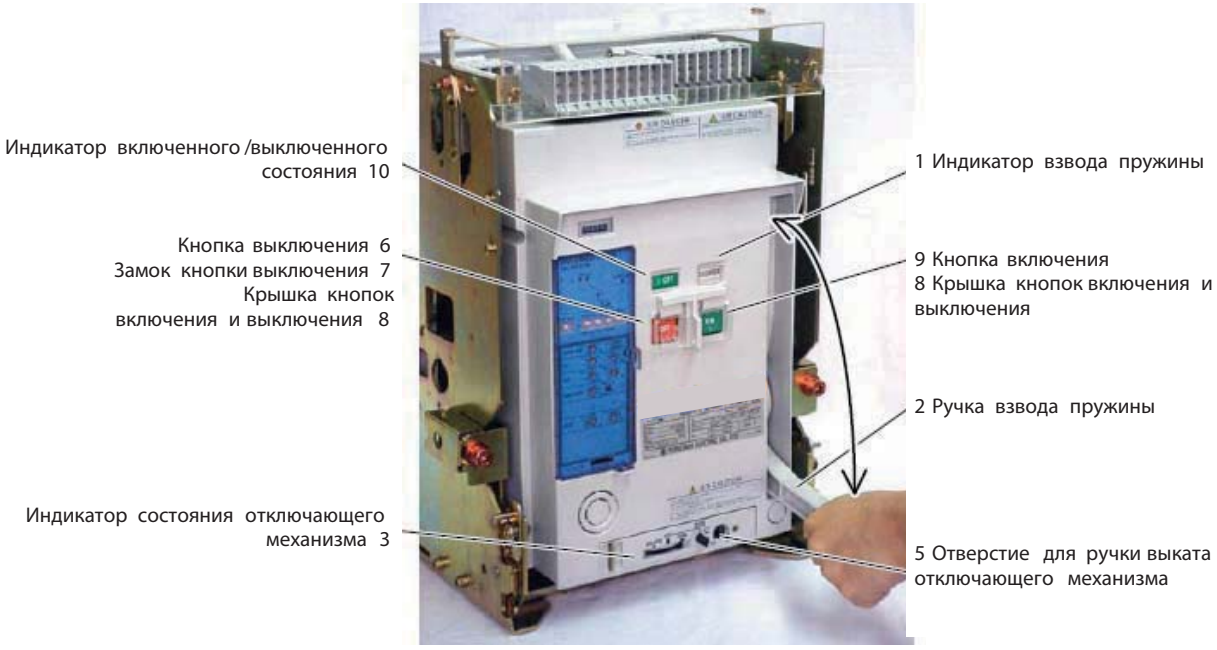

Рис. 19. Взвод пружины и выключение
Накачайте ручку взвода пружин (позиция 2 на рис. 19) до тех пор пока на индикаторе взвода пружины (позиция 1 на рис. 19) не будет отображено “CHARGED” ( т. е. взведено). Накачивание ручки в течении 10-13 раз с полной силой позволит полностью взвести замыкающие пружины.
Когда надпись на индикаторе взвода пружины (позиция 1 на рис. 19) изменится на "DISCHARGED” ( т. е. спущено), произойдет включение мотор-привода и начнется взведение замыкающих пружин, если клеммам 02 и 22 цепи управления приложено необходимое рабочее напряжение. По завершении операции взвода пружин надпись на индикаторе изменится на “CHARGED” (т. е. взведено) и произойдет автоматическое отключение мотор-привода. Время необходимое мотор-приводу на взведение пружин зависит от величины рабочего напряжения или типа автоматического выключателя, но в целом не превышает 10 секунд.
1. На индикаторе взвода пружины (позиция 1 на рис. 19) отображается “CHARGED” ( т. е. взведено ).
2. На индикаторе состояния отключающего механизма (позиция 3 на рис. 19) отображается "CONN.", "TEST" или "ISOLATED" ( промежуточные положения не допускаются ).
3. Ручка выката отключающего механизма не вставлена в соответствующее отверстие (позиция 5 на рис. 19).
4. Кнопка выключения (позиция 6 на рис. 19) не заблокирована не заблокирована с помощью замка (позиция 7 на рис. 19)
Откройте крышку кнопок включения и выключения (позиция 8 на рис. 19) и нажмите кнопку включения. При этом со звуком замкнуться контакты автоматического выключателя . На индикаторе включенного / выключенного состояния (позиция 10 на рис. 19) будет отображаться "ON", а на индикаторе взвода пружины (позиция 1 на рис. 19) будет отображаться "DISCHARGED".
Нажмите кнопку включения, показанную на рис. 14. Произойдет возбуждение катушки включения LRC ( рис. 14) и со звуком замкнуться контакты автоматического выключателя . На индикаторе включенного / выключенного состояния (позиция 10 на рис. 19) будет отображаться "ON", на индикаторе взвода пружины (позиция 1 на рис. 19) будет отображаться "DISCHARGED" и мотор-привод начнет взведение замыкающих пружин.
Откройте крышку кнопок включения и выключения (позиция 8 на рис. 19) и нажмите кнопку выключения. При этом со звуком разомкнуться контакты автоматического выключателя . На индикаторе включенного / выключенного состояния (позиция 10 на рис. 19) будет отображаться "OFF".
Нажмите кнопку выключения, показанную на рис. 14. Произойдет возбуждение расцепителя с шунтовой катушкой (SHT) или расцепителя минимального напряжения и со звуком разомкнуться контакты автоматического выключателя . На индикаторе включенного / выключенного состояния (позиция 10 на рис. 19) будет отображаться "OFF".